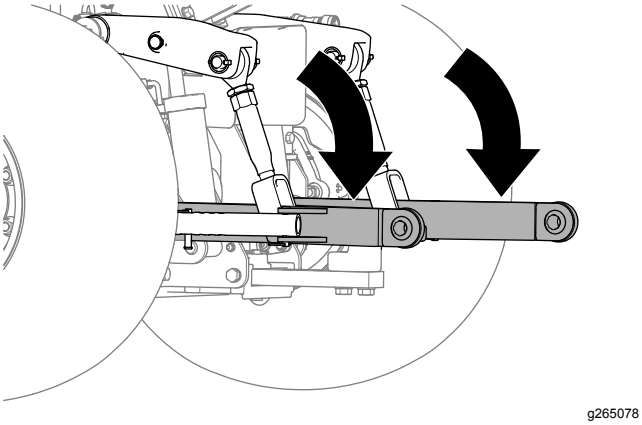

Figur 14
1. Sænk de nedre forbindelsesarme på traktionsenheden (Figur 14).